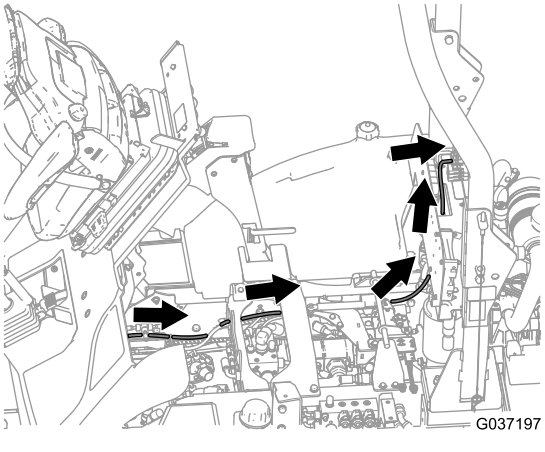

Figuur 32
6. Leid de draad rond het scharnierpunt van het platform en terug naar de zekeringhouder (Figuur 32).